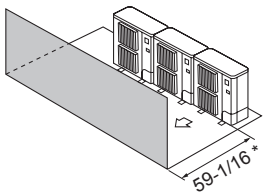

Fig. 2-13
③ Obstacles à l'avant (Fig. 2-13)